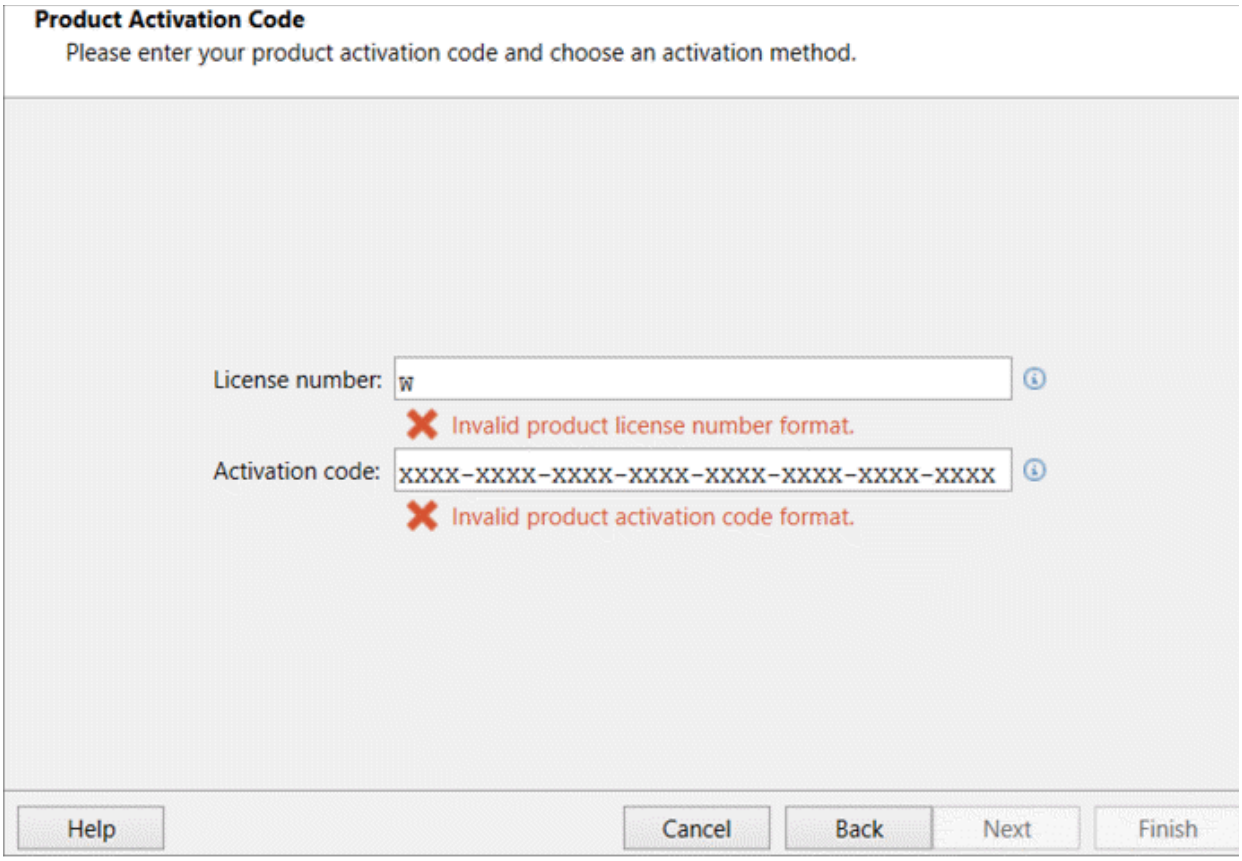

Figure-9. Product Activation Code page
- Select the **Online Activation/Deactivation** option from the dialog box and then select the **Activate a New License** option from the dialog box. The **Terms and Conditions** page will be displayed in the dialog box. Select the "I agree to the terms and conditions listed above" check box and click on the **Next** button. The **Product Activation Code** page will be displayed; refer to Figure-9.